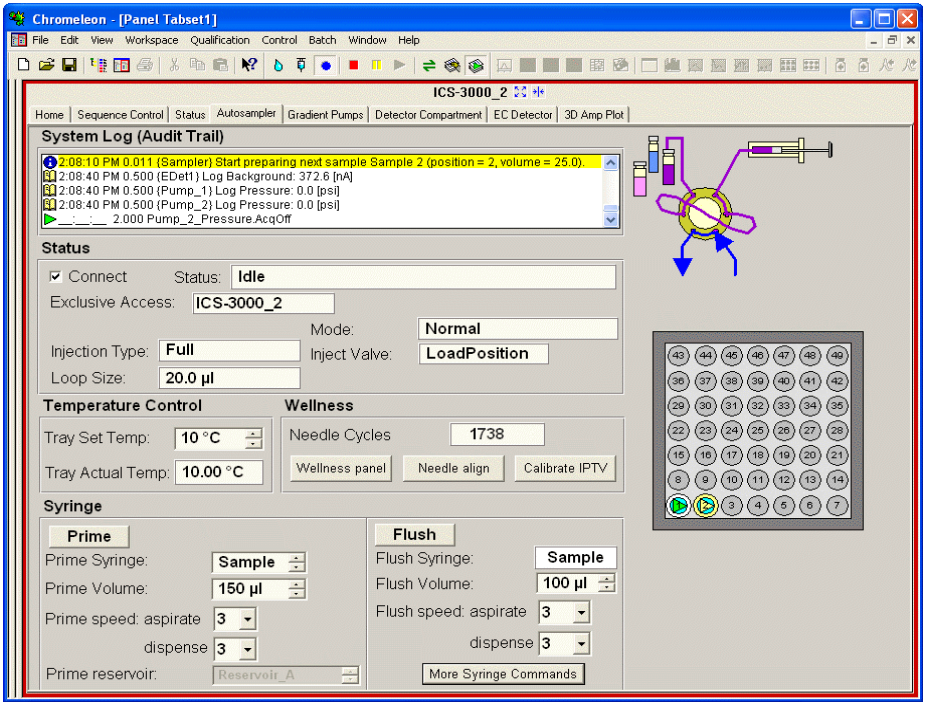

Figure B-46. Example AS Control Panel
- After configuring the AS in one or two timebases, you can start Chromeleon or Chromeleon Xpress and connect to a Control panel (see Figure B-46). For Chromeleon Xpress, connection to a panel is automatic.